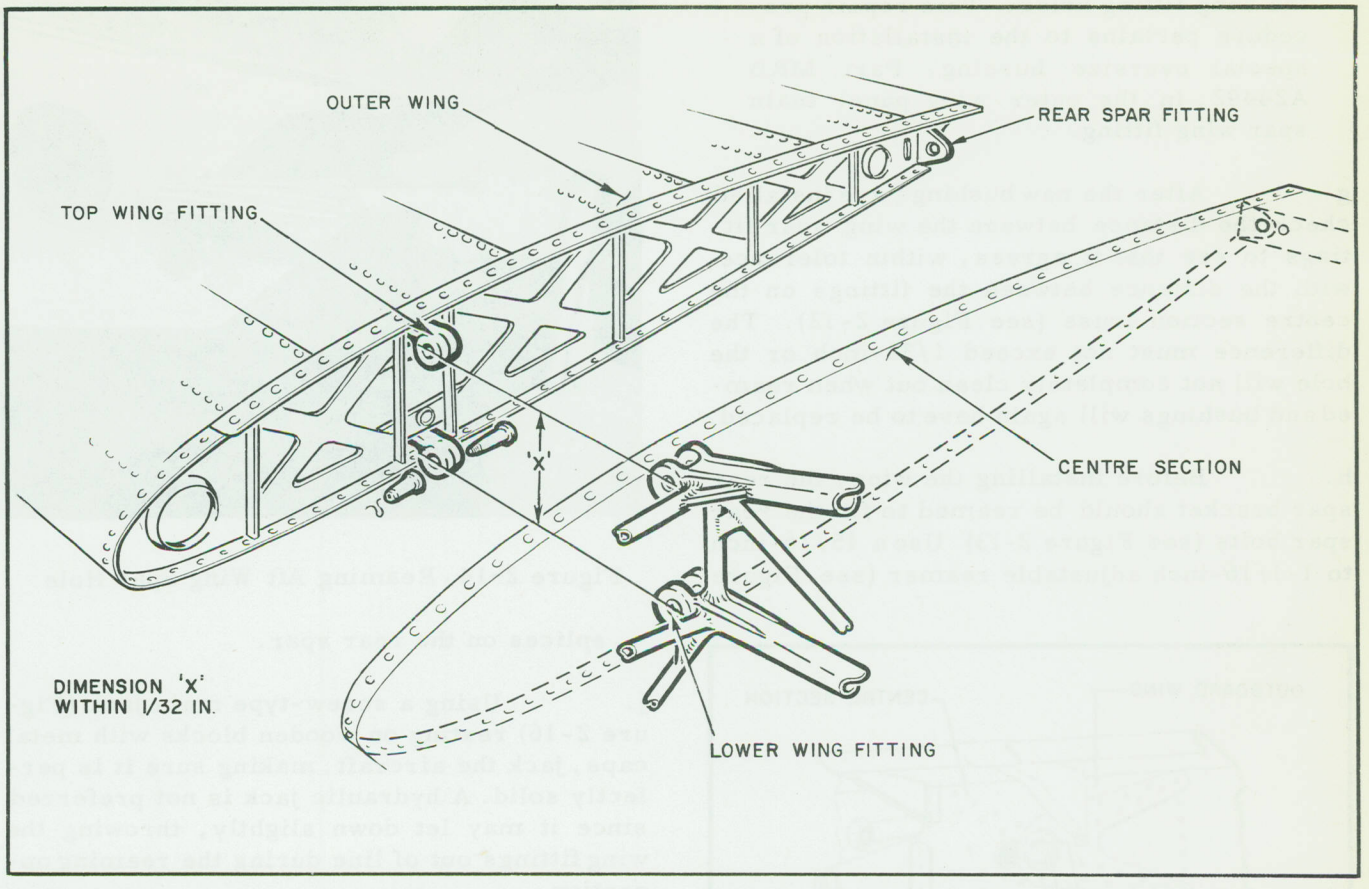
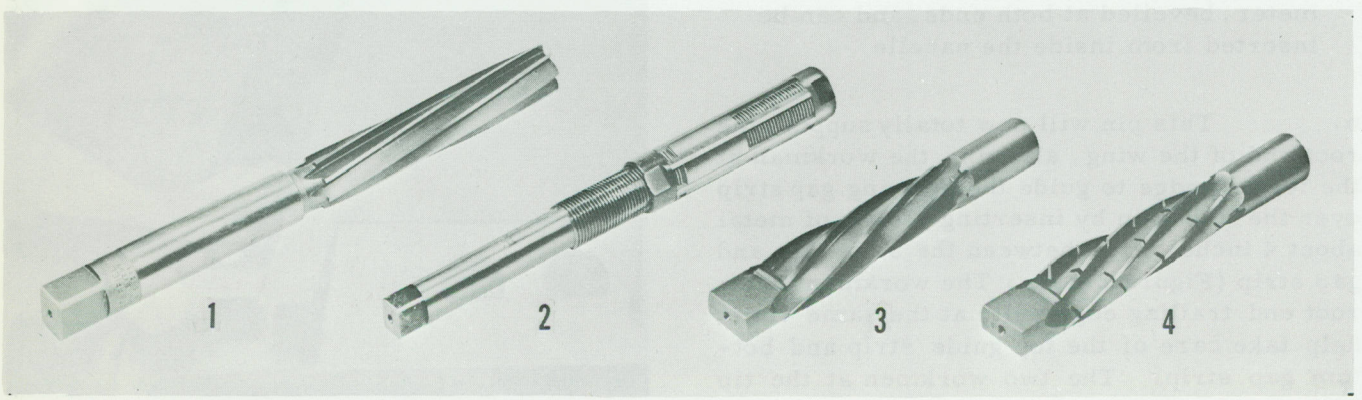

Figure 2-12 Wing Fittings
Figure 2-19 Wing Hinge Reamers
g. After the new bushings are installed, check the distance between the wing spar fittings to see that it agrees, within tolerance, with the distance between the fittings on the centre section truss (see Figure 2-12). The difference must not exceed 1/32-inch or the hole will not completely clean out when reamed and bushings will again have to be replaced.
2-19, Item 2), and enlarge the hole just enough to let the straight reamer start (Figure 2-12). Make several light cuts and hold the reamer steady during the operation to prevent a rough finish in the hole. With the proper size hand reamer (Figure 2-19, Item 1) and taking care to guide it properly, finish reaming the hole so the hinge bolt will fit snugly. The reamer must be turned smoothly and steadily and fed with an even pressure.
r. With the wing stand in position under the wing, remove the lower main spar temporary pin. Re-adjust the wing stand, if necessary, to align the holes as closely as possible. An adjustable reamer, size 15/16-inch to 1-1/16-inch (Figure 2-19, Item 2) will be necessary to make the hole large enough to allow the pilot of the tapered reamer to enter. If only irregularities are present and if there is not over 1/32-inch misalignment vertically (Figure 2-12) it probably will clean out satisfactorily. This operation will require extreme care, because once a reamer is started improperly due to a misaligned hole, it rarely is possible to straighten it out and make a clean hole.
s. The actual reaming operation is started with a "rough" reamer (Figure 2-19, Item 4) which is a used taper reamer, sharpened primarily for cutting and not to produce a smooth finish. The rough reamer is used until the shoulder on the small end of the hinge bolt lacks approximately 1/4-inch of being flush with the front surface of the bushing.
(5) Outer Wing After Reaming - To Install outer wing after reaming proceed as follows:
d. Put the lower wing fitting in place and keep the wing tip low (Figure 2-12). With the wing thus located, the workmen under the spar can get inside the nacelle through the wheel well and install the wing hinge bolt placing the safety wire hole straight up to facilitate safetying. Strike the bolt solidly with a rawhide mallet so it will stay in place.